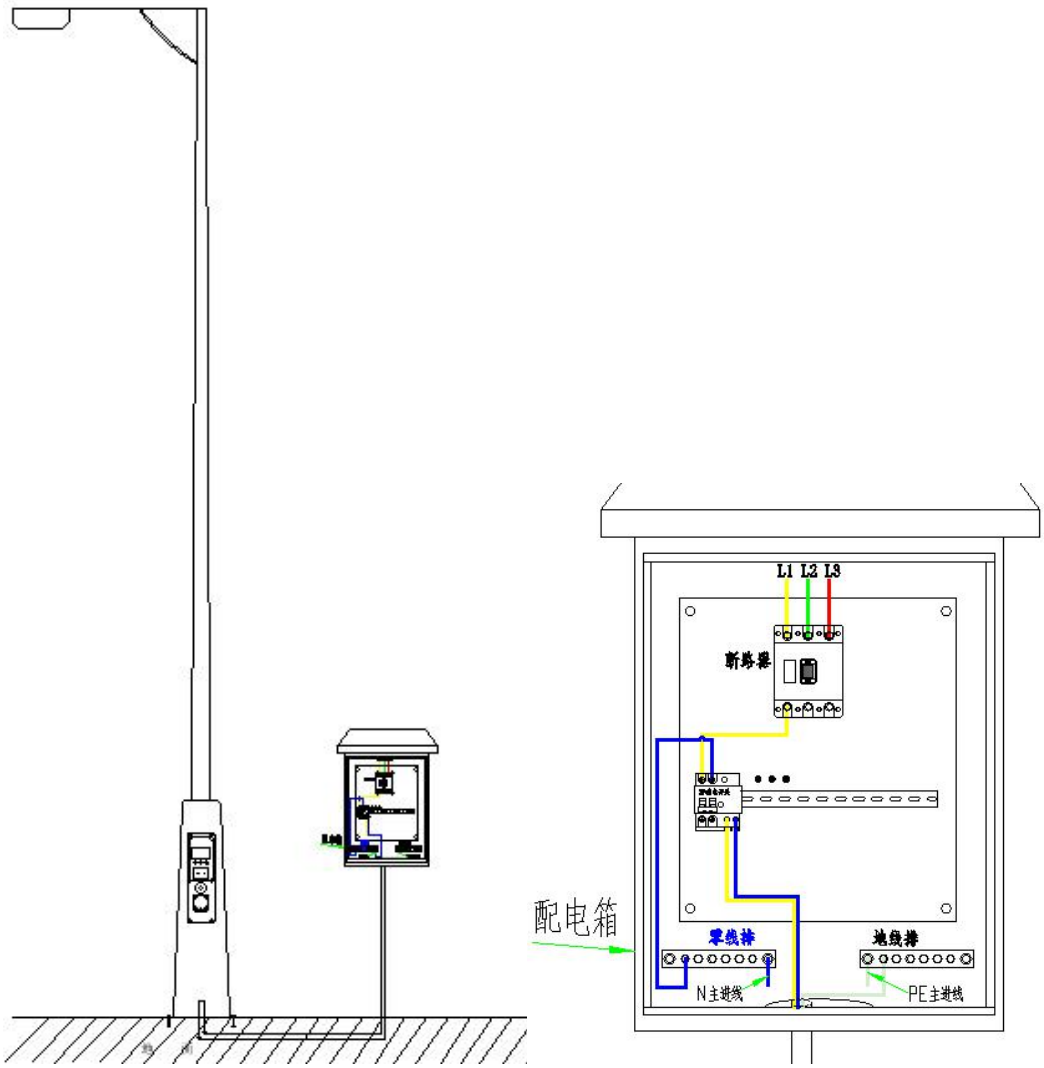

图 11
9、最后主线取电需从配电箱单相漏电开关接入（漏电开关必需大于 40A），地线从地线排上连接，如图 11。